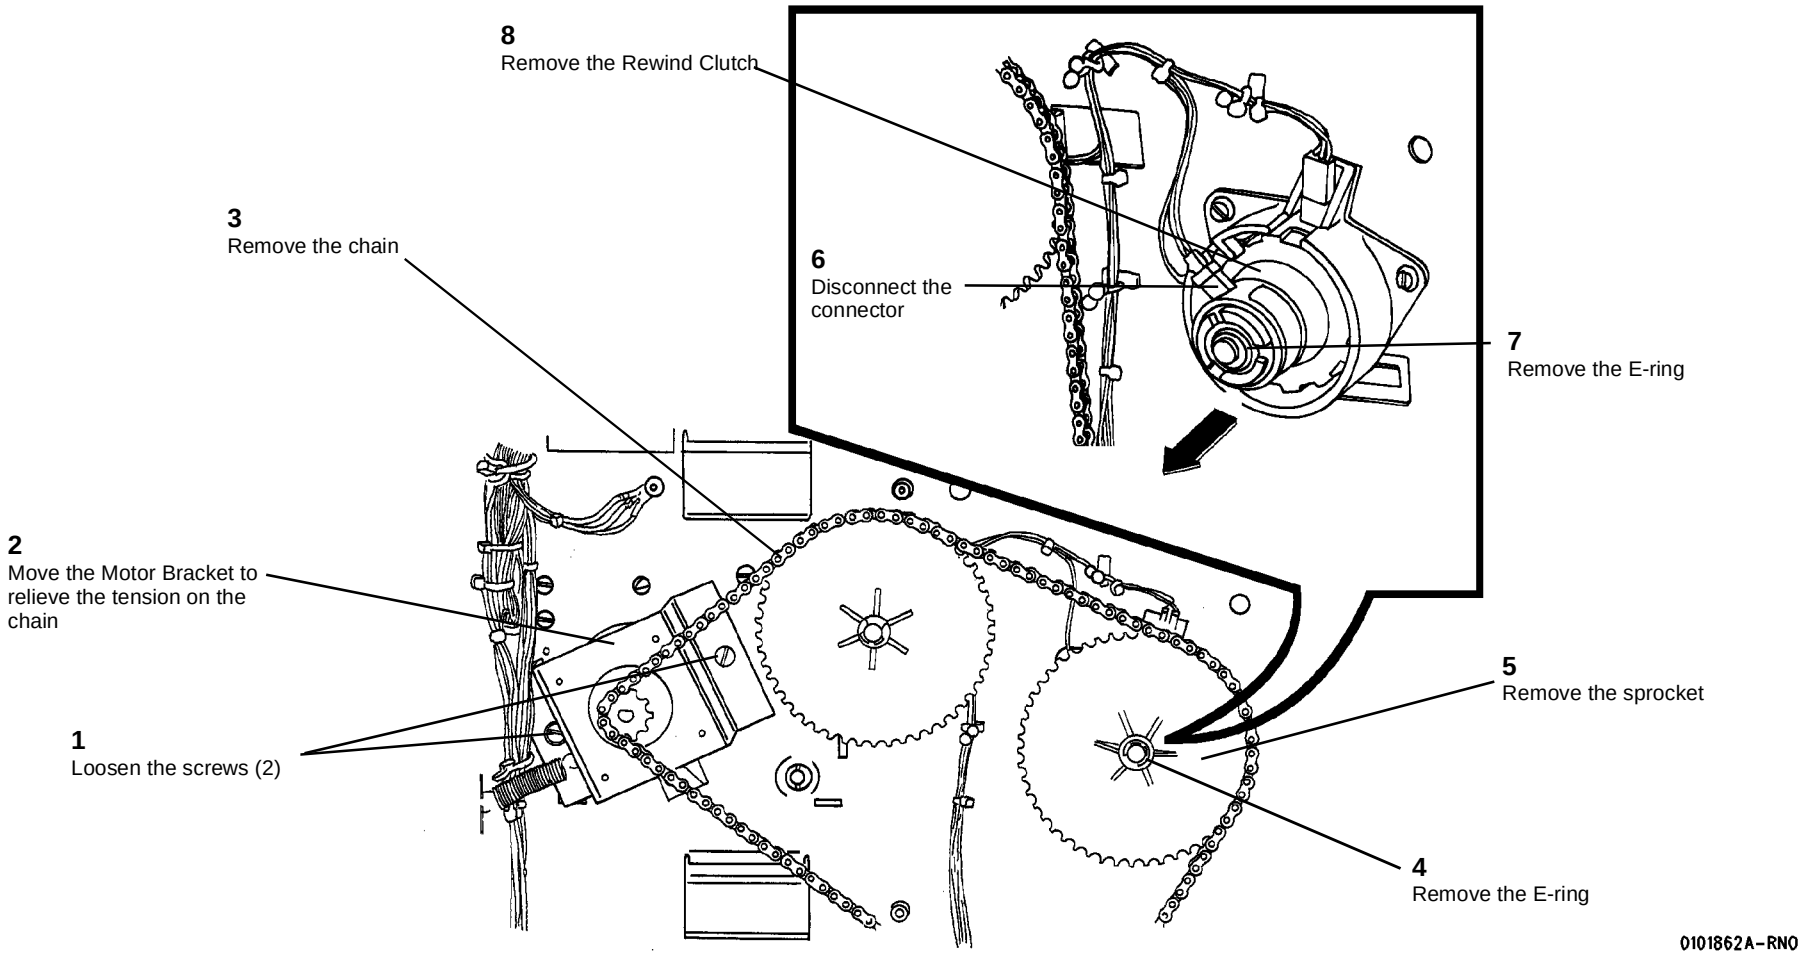

**Figure 1 Removing the Rewind Clutch**
2. (Figure 1): Remove the Rewind Clutch.